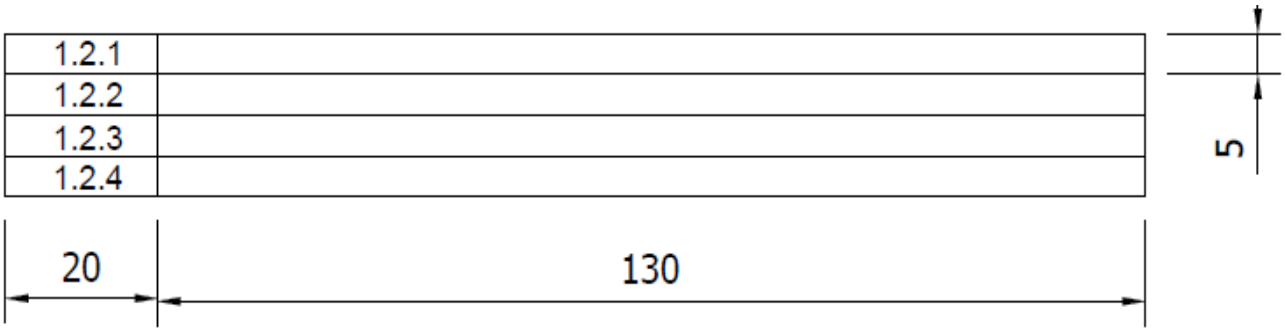

FIGUUR 1 (1)
1.1 Teken, in volle grootte, die antwoordblok wat in FIGUUR 1 getoon word op die tekenblad.